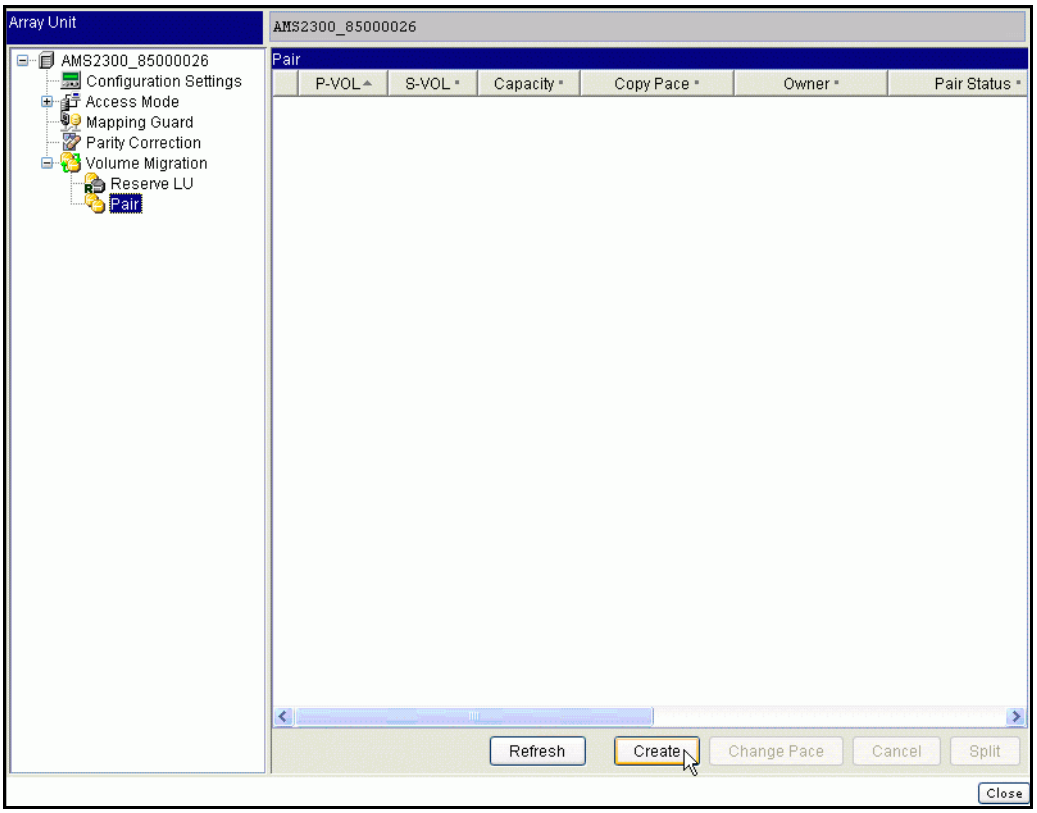

Figure 11-14: Array Unit Window-Pair
4. Click **Open Advanced Settings**. After some minutes, the Array Unit window appears, as shown in Figure 11-14.
4. Click **Open Advanced Settings**. After some minutes, the Array Unit window appears, as shown in Figure 11-14 on page 11-19.